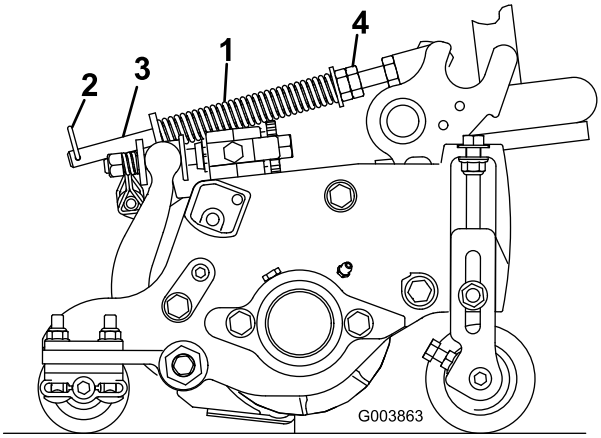

Rysunek 12
Sprężyna kompensacyjna murawy (Rysunek 12) przenosi masę z przedniej na tylną rolkę. (Pozwala to uniknąć nierównych wzorów na murawie, takich jak przetarcia)
1. Należy się upewnić, że zawleczka umieszczona jest w tylnym otworze drążka sprężyny (Rysunek 12).
2. Dokręć nakrętki sześciokątne z przodu drążka sprężyny, tak aby ściśnięta długość sprężyny wynosiła 12,7 cm w przypadku modeli Reelmaster 5210 i 5410 z 5-calowymi jednostkami tnącymi lub 15,9 cm w przypadku modeli Reelmaster 5510 i 5610 z 7-calowymi jednostkami tnącymi (Rysunek 12).